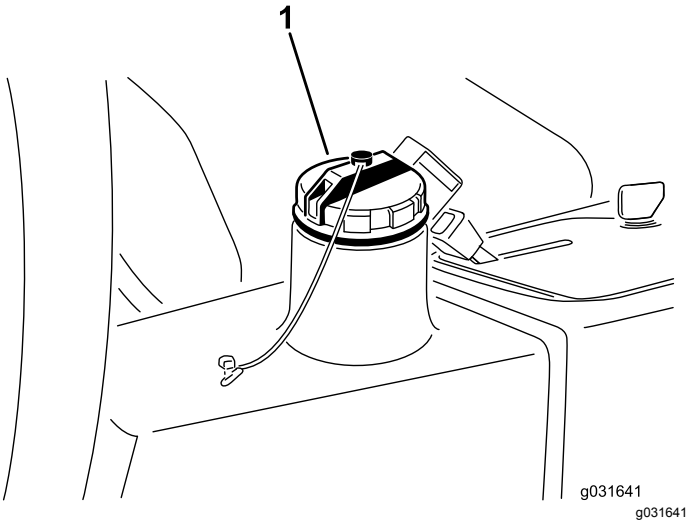

Figure 60
4. Fill the reservoir (Figure 60) with approximately 13.2 L (3.5 US gallons) of hydraulic fluid; refer to Hydraulic Fluid Specifications (page 47) and Checking the Hydraulic Fluid Level (page 48).